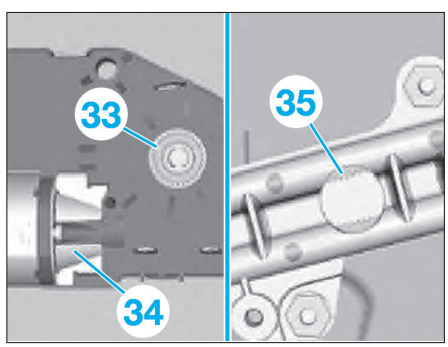

Fig. 147
• La roue dentée (33) de l'unité de commande de toit ouvrant inclinable (34) doit venir se loger dans la denture (35) **(Fig.147)**.